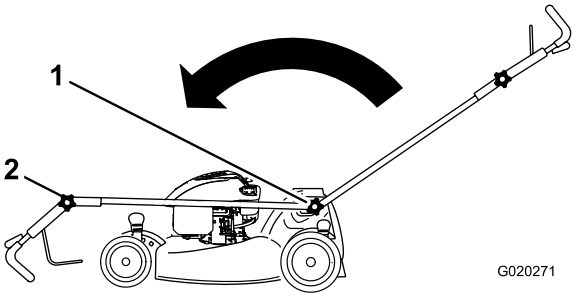

Figuur 42
1. Zet de beide knoppen waarmee de handgreep aan het frame is bevestigd los tot u de handgreep vrij kunt bewegen (Figuur 42).
2. Beweeg de handgreep naar voren zoals word getoond in Figuur 42.
3. Zet de bovenste handgreepknop los en klap de bovenste handgreep in zoals in Figuur 42.